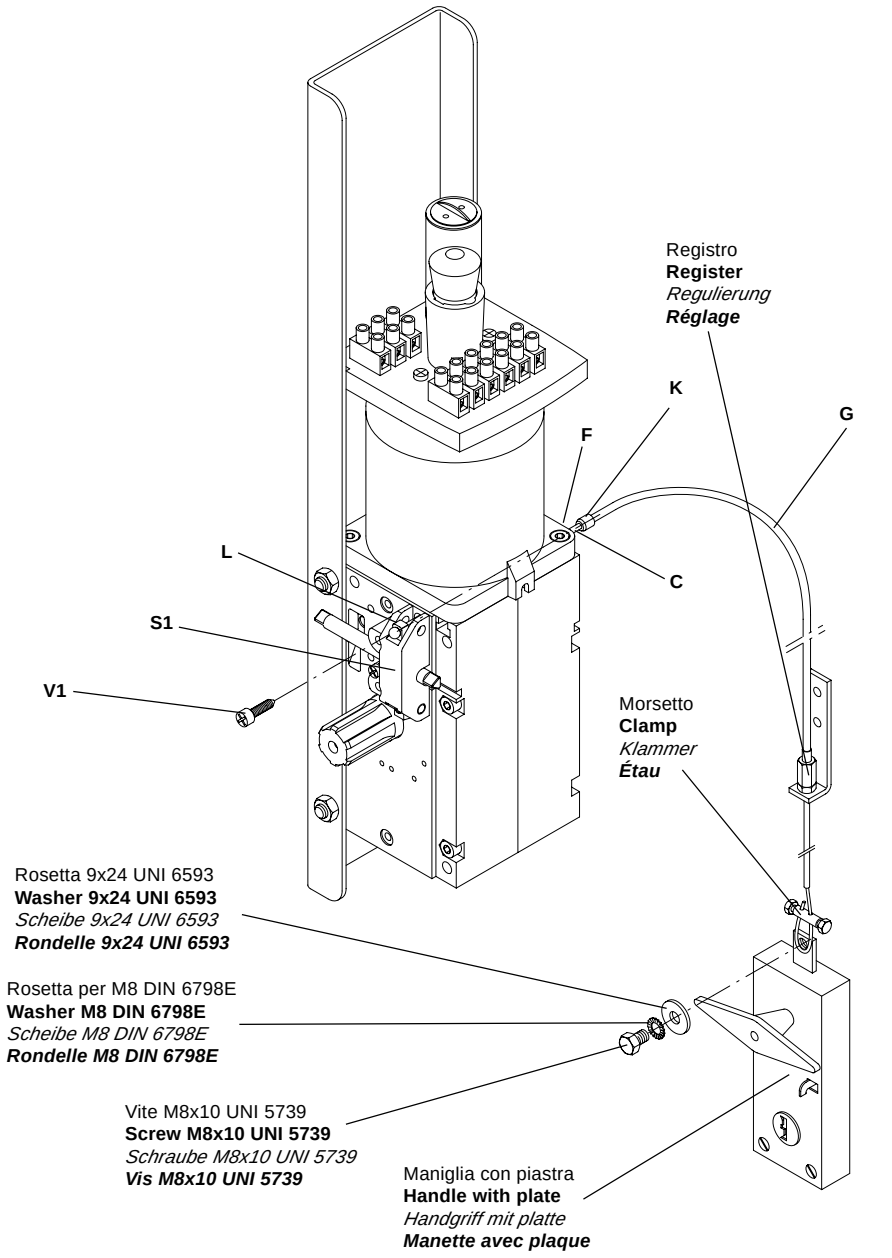

Fig.16
- Fissare il cavo di acciaio C nella maniglia secondo fig. 16.
- *Stahlkabel C in den Handgriff auf dem Bild 16.*
- ***Fixer le câble d'acier C dans la poignée selon la fig. 16.***